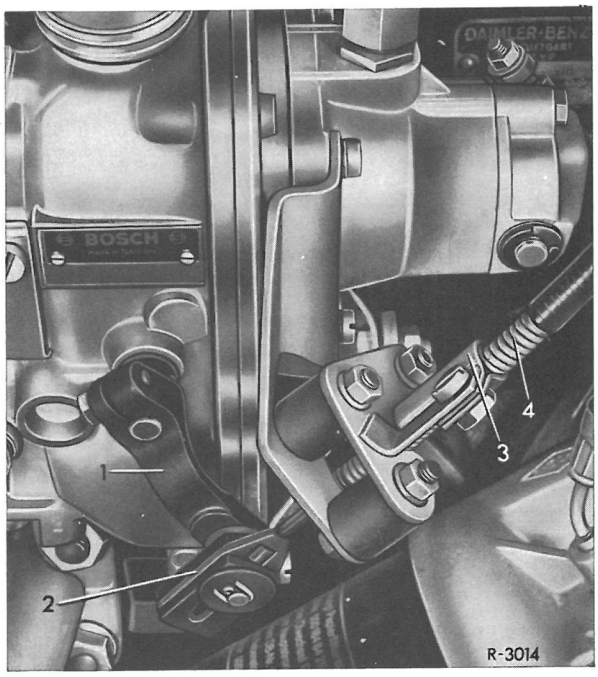

Fig.07-41/
2 Forbindelsesstangen til den mekaniske hjælperegulering (fjederkapsel),samt start- og stopkablet på indsprøjtningspumpens indstillingsarm hægtes af.Skruen på holdervinklen(3) fjernes,og trådspiralen med tilhørende klemme tages bort (fig.07-41/1).